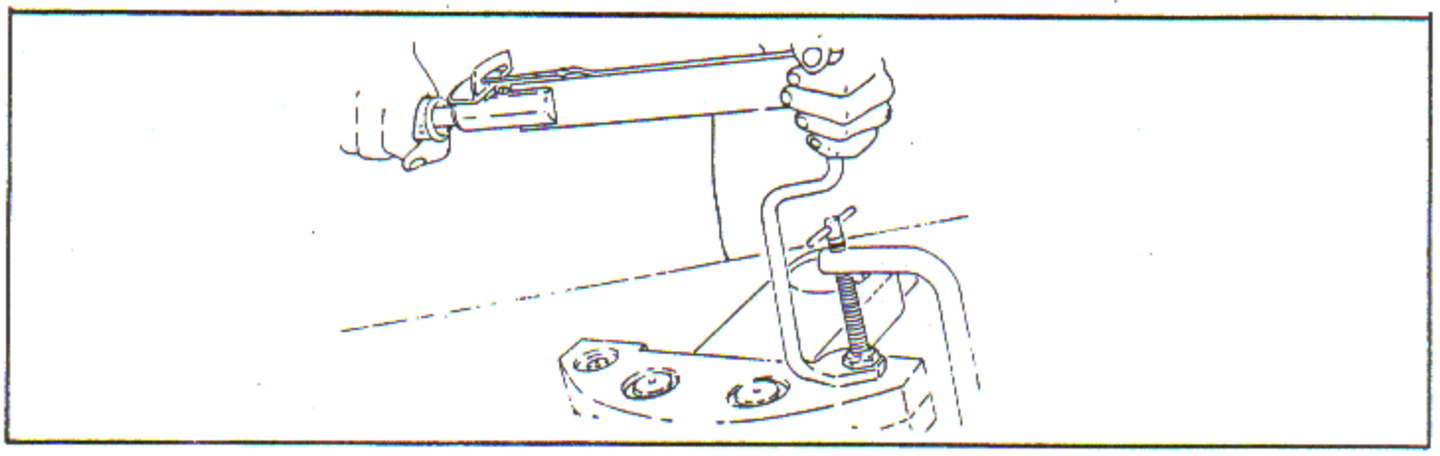

Figure 7-13. Torquing Counterweight Attaching Bolt Nuts
h. Place adapter A on the head of bolt and adapter B on the nut. Retain the adapter with clamp wrench A. Tighten the nuts with wrench B to value specified in reference 906, Table of Limits, Section IX. See figure 7-13.